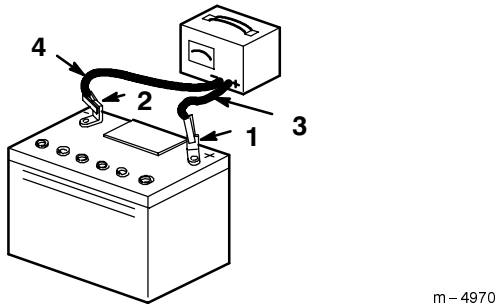

Figure 22
4. When the battery is fully charged, unplug the charger from the electrical outlet, then disconnect the charger leads from the battery posts (Fig. 22).